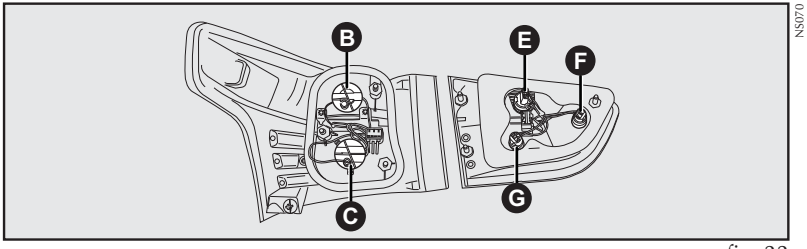

fig. 22
- Retirar os porta-lâmpadas **B** (seta) ou **C-fig. 22** (posição/freio), girando-os no sentido anti-horário;
- Retirar o porta-lâmpadas **G** ou **F** (posição) - **fig. 22**, puxando-os de suas sedes ou **E** (ré) - **fig. 22** girando-o no sentido anti-horário;
- Remover as lâmpadas danificadas **F** ou **G-fig. 22**, puxando-as dos porta-lâmpadas;
- Remover a lâmpada danificada **E** (ré) - **fig. 22**, pressionando-a e girando-a no sentido anti-horário;